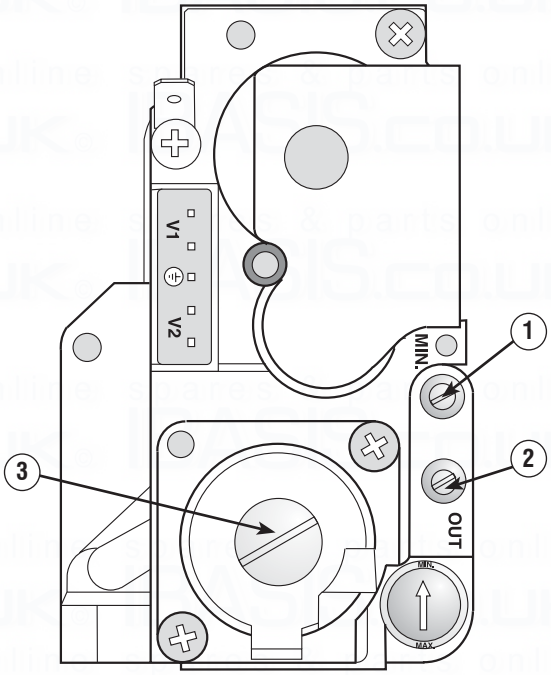

FIGURE 7.
11.4.1 Loosen the screw on the outlet pressure test point and fit a pressure test gauge (see Figure 7)
13.3.1 Loosen the screw on the outlet pressure test point and fit a pressure test gauge (see Figure 7)